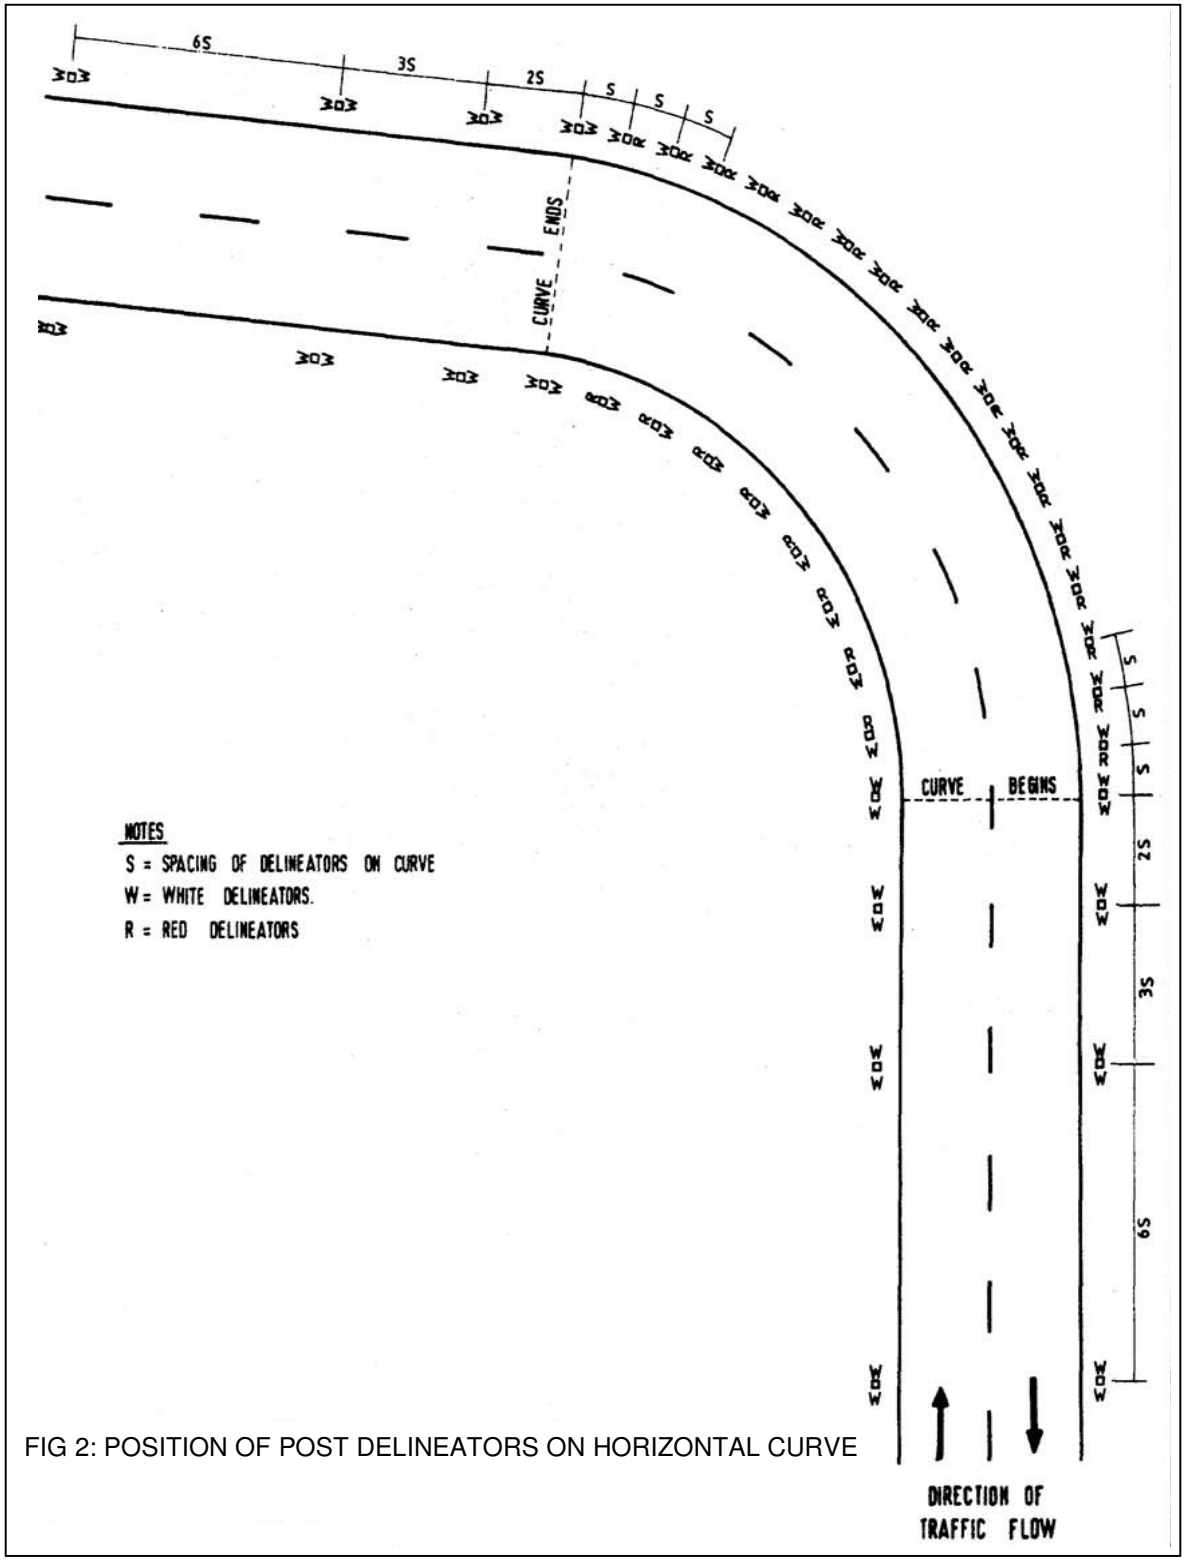

FIG 2: POSITION OF POST DELINEATORS ON HORIZONTAL CURVE
b. Setting of the alignment, spacing between posts and the arrangement of the colour of the reflector in accordance to Table 1 and Figure 2.